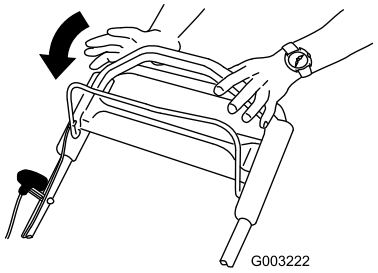

Figur 17
1. Slip bøjlen til knivens kraftudtag (Figur 17).